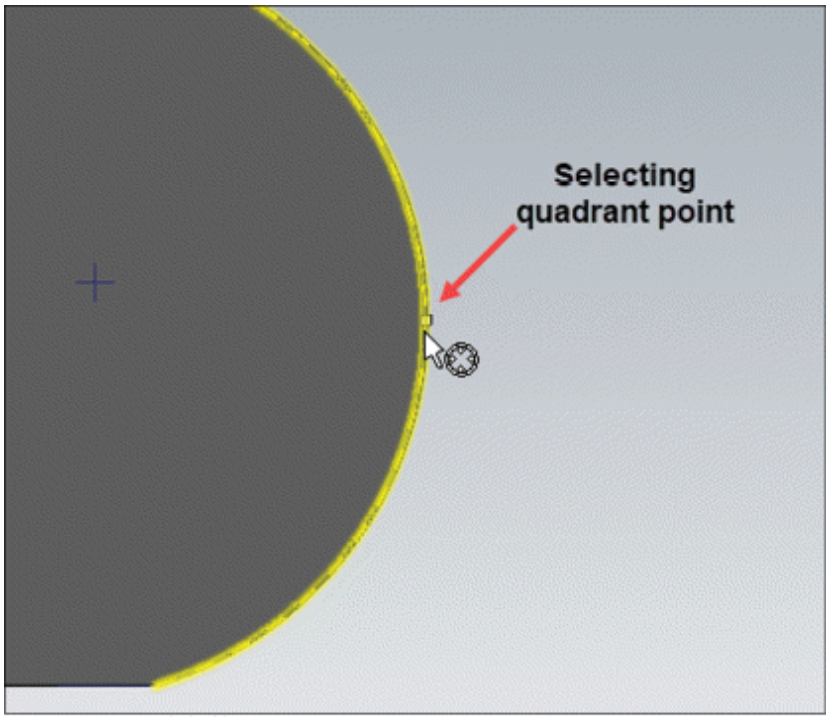

Figure-29. Selecting quadrant point
- Select the **Quadrant** option from the drop-down to select quadrant points of circles, ellipses, and arcs; refer to Figure-29.